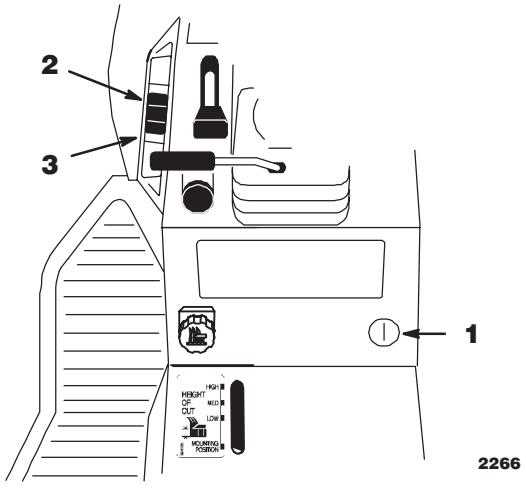

Abbildung 20
Die Hebevorrichtung (Zusatzausstattung an einigen Modellen) (Abb. 20) wird zum Heben und Absenken von Zusatzgeräten verwendet.
1. Den Schlüssel auf Position “ON” oder “RUN” drehen (Abb. 20).
2. Den Hebevorrichtungsschalter nach oben schieben, um die Hebevorrichtung nach oben zu bewegen (Abb. 20). Dadurch wird die Zusatzvorrichtung angehoben.
2. Den Hebevorrichtungsschalter nach unten schieben, um die Hebevorrichtung nach unten zu bewegen (Abb. 20). Dadurch wird die Zusatzvorrichtung abgesenkt.